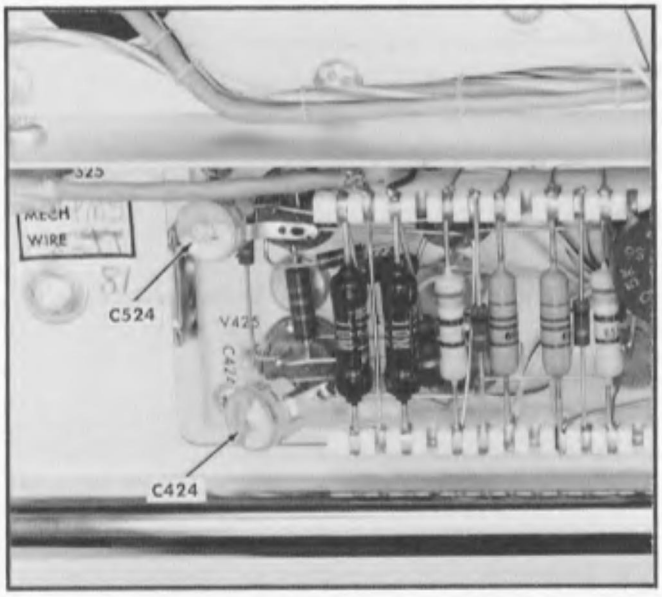
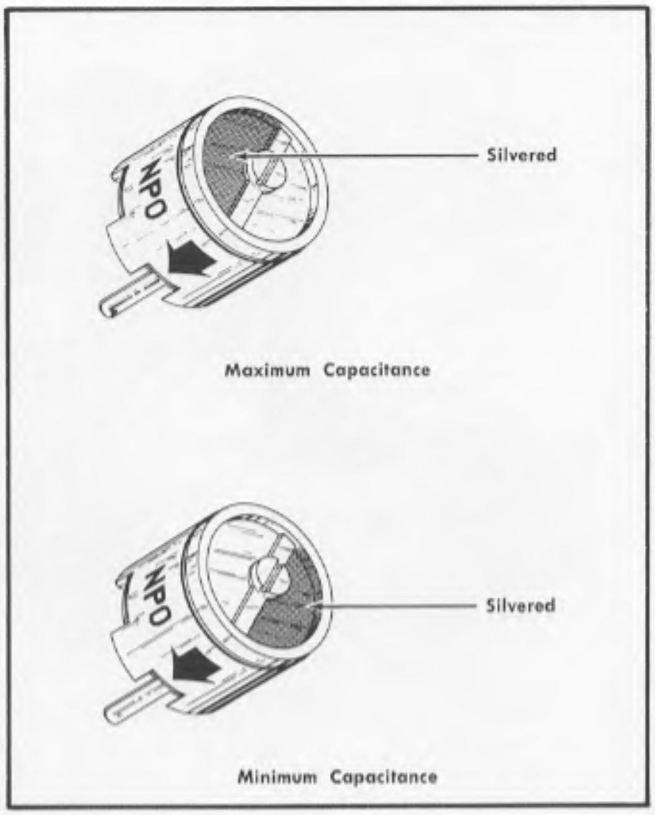

Fig. 6-14. Location of C424 and C524.
Fig. 6-15. Maximum and minimum capacitance settings of C424 and C524.
j. Preset C424, Fig. 6-14, to maximum capacitance and C524, Fig. 6-14, to minimum capacitance as shown in Fig. 6-15.